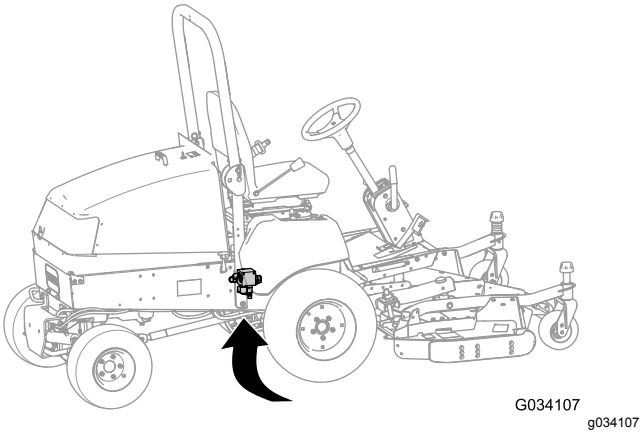

**Figur 12**
2. Find løftemanifolden nedenunder maskinen, indvendigt ved den højre stelkanal, bag forakslen (Figur 12).